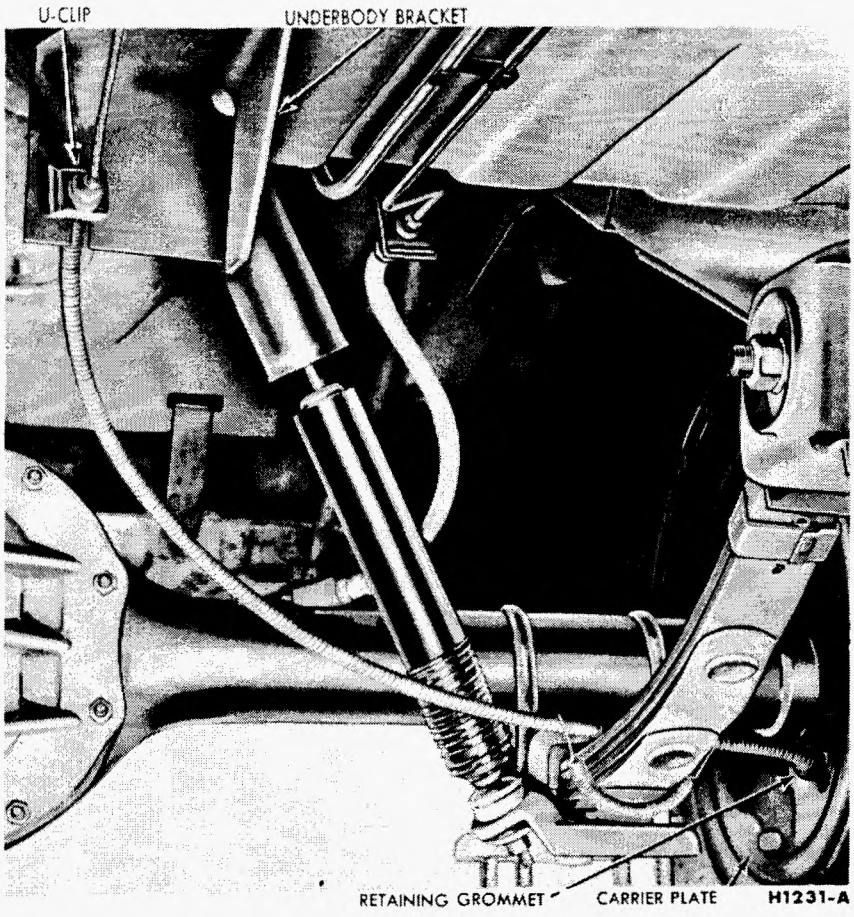

FIG. 48—Fairlane Cable Rear Housing Connections
2. Remove the U-clips and disengage the cable rear housings from the brackets on the underbody (Fig. 48).
On the Fairlane and Falcon, engage the housing retaining grommet to the carrier plate (Fig. 48).
4. Engage the forward ends of the cable housings to the brackets on the underbody, and secure with the U-clips (Fig. 48).